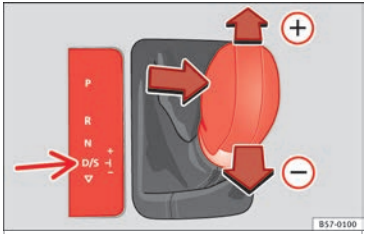

Fig. 167 Centre console: changing gear with tiptronic
– Move the selector lever forwards (+) to select a higher gear ››› **Fig. 167**.